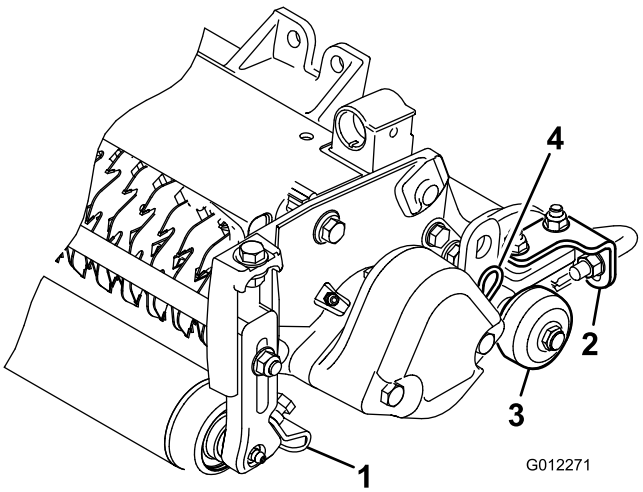

Figur 6
1. Lossa flänsmuttrarna som håller fast rullskraporna (Figur 6).
Skydda bladen från kontakt med hårda ytor genom att sänka ner transportrullarna (Figur 6) innan vertikalklipparen sänks ner till verkstadsgolvet eller tas bort från traktorenheten.
Vertikalklipparen kan monteras på någon av de tre olika platserna på traktorenheten. I figur 6 visas hur hydrauldrivmotorn är vänd för var och en av platserna. Montera en motvikt på vertikalklipparens vänstra sida om vertikalklipparen monteras på en plats som gör att motorn måste monteras på dess högra sida. Om vertikalklipparen monteras på en plats som gör att motorn hamnar på klipparens vänstra sida, monterar du i stället en motvikt på vertikalklipparens högra sida.